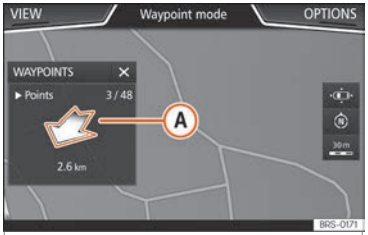

Fig. 242 Offroad route guidance mode
- **The general direction of travel is indicated straight ahead by direction arrows in the Infotainment System pop-up window ››› Fig. 242 Ⓐ.**